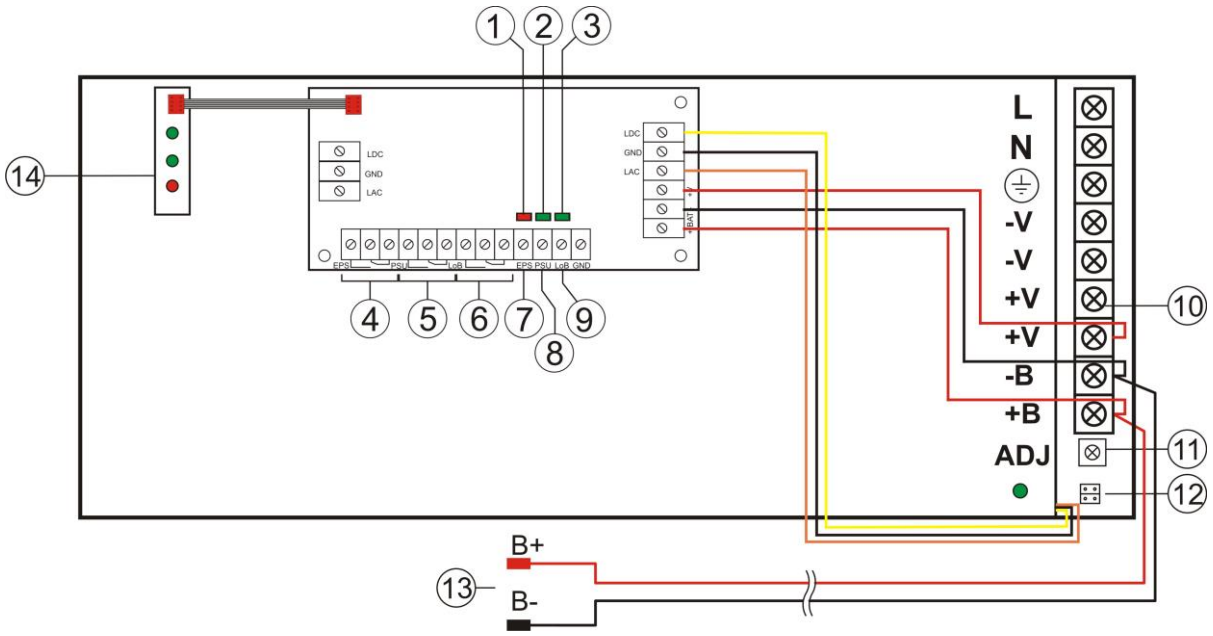

Abb. 2. Ansicht des Netzteilmoduls.
1.3 Beschreibung der Elemente und Verbindungen des Netzteils (Tab. 1, Abb. 2)
Tabelle 1. Elemente des Netzteilmoduls (siehe Abb. 2).
- rote LED-Diode (Abb. 2, Element 1) im Normalbetrieb (AC-Versorgung) leuchtendes Licht. Beim Fehlen der AC-Stromversorgung wird die LED-Diode ausgeschaltet.
- grüne LED-Diode (Abb. 2, Element 2) signalisiert über den Stand der DC-Versorgung am Ausgang des Netzteils. Im Normalbetrieb (DC-Versorgung) leuchtendes Licht. Im Falle von Kurzschluss und Überlastung wird die Diode ausgeschaltet.
- grüne LED-Diode (Abb. 2, Element 3) signalisiert über den Stand der Spannung des Akku. Im Normalbetrieb (U_{BAT} >46V) leuchtendes Licht, im Falle von Senkung der Spannung des Akkus (U_{BAT} < 46V) wird die Diode ausgeschaltet.